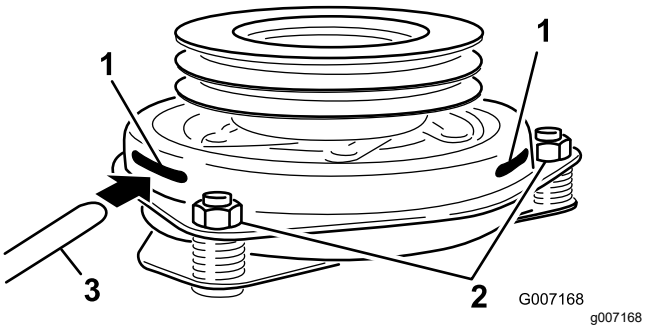

Figuur 78
9. Steek een voelermaat van 0,381 tot 0,533 mm door een inspectiesleuf in de zijkant van de eenheid (Figuur 78).
10. Draai de borgmoeren aan totdat de voelermaat licht is vastgeklemd maar gemakkelijk binnen de spleet kan bewegen (Figuur 78).